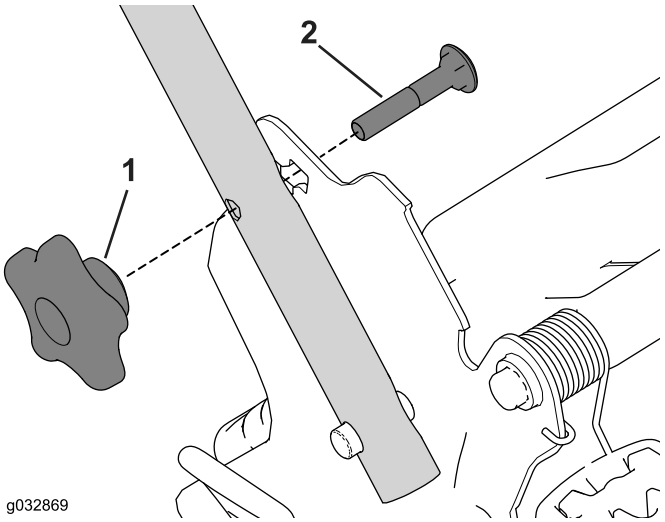

Figur 27
1. Ta bort och spara de två handtagsreglagen och vagnsskruvarna från handtagsfästena (Figur 27).